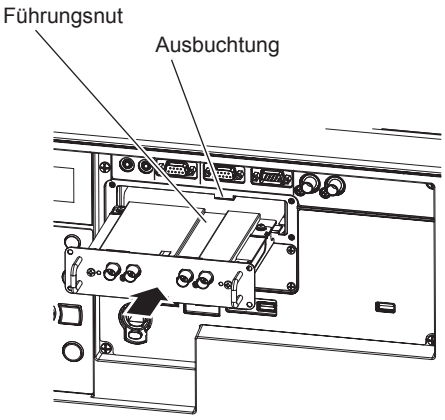

Abb. 2
2) Setzen Sie die Schnittstellenkarte in den Projektor ein. (Abb. 2)